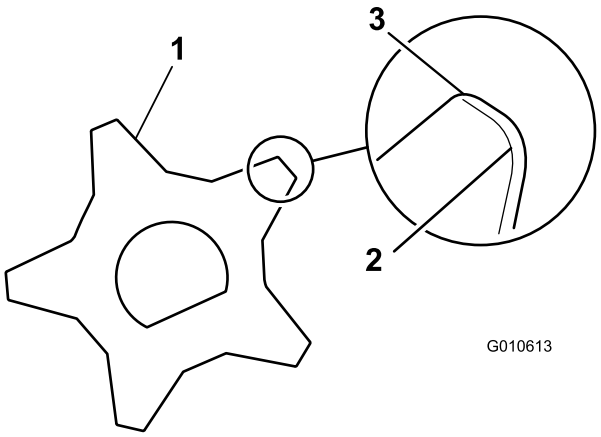

Figur 37
13. Sett sammen akselen igjen i motsatt rekkefølge slik at den skarpeste kanten på kniven vender forover (Figur 37).